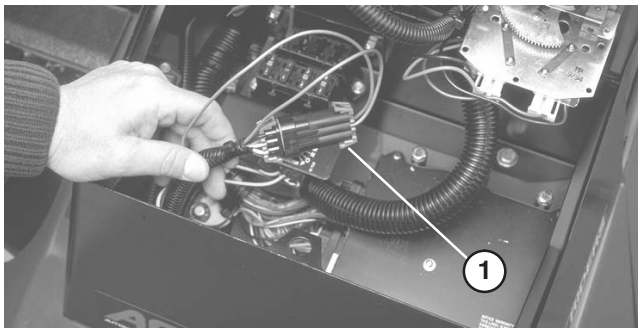

Bild 32
2. Öffnen Sie die Armaturenbrettabdeckung. Ermitteln Sie den Kabelbaum und den Rückmeldungsstecker. Ziehen Sie den Rückmeldungsstecker vorsichtig aus der Kabelbaumbuchse (Bild 32).